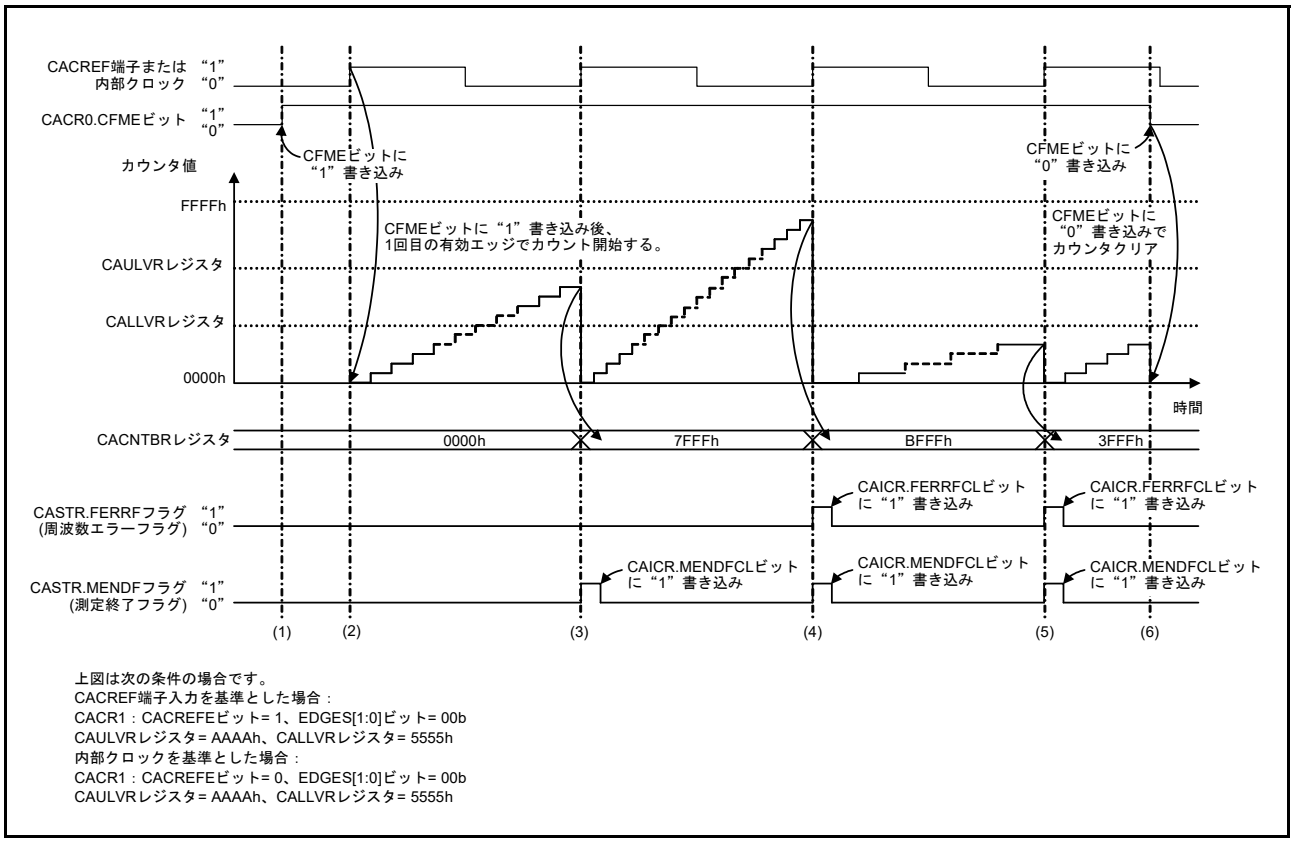

図 10.2　クロック周波数精度測定回路の動作例
クロック周波数精度測定回路は、CACREF 端子入力または内部クロックを基準にクロック周波数を測定します。図 10.2 にクロック周波数精度測定回路の動作例を示します。
(2) CACREF 端子入力を基準とした場合は、CFME ビットに "1" を書き込み後、CACREF 端子から CACR1.EDGES[1:0] ビットで選択した有効エッジ (図 10.2 では立ち上がりエッジ (CACR1.EDGES[1:0] ビット = 00b)) が入力されるとタイマのカウントアップが開始されます。
内部クロックを基準とした場合は、CFME ビットに "1" を書き込み後、CACR2.RSCS[2:0] ビットで選択したクロックソースを元に CACR1.EDGES[1:0] ビットで選択した有効エッジ (図 10.2 では立ち上がりエッジ (CACR1.EDGES[1:0] ビット = 00b)) が入力されるとタイマのカウントアップが開始されます。